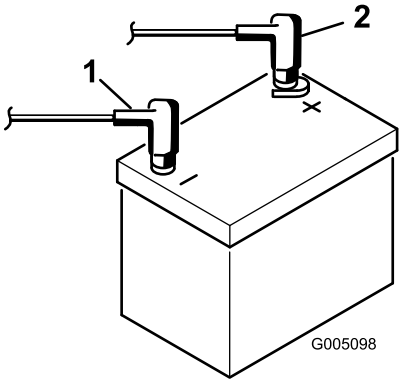

**Figur 6**
2. Tilslut batteriets pluskabel (rød) fra startmotorens magnetventil til pluspolen (+) på batteriet (Figur 6). Fastgør den med en skruenøgle, og smør polen ind med vaseline. Sørg for, at kablet er fri af sædet i den bageste position, som kan forårsage slitage eller skade på kablet.